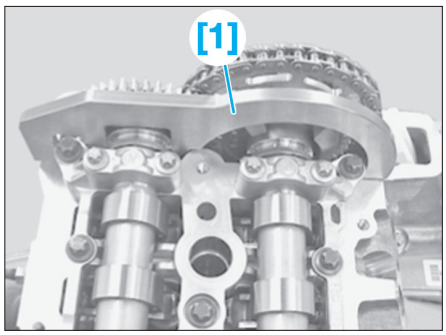

Fig. 7
- [1] Outil de pigeage d'arbre à cames réf. BMW 118760 **(Fig.7)**.
• Poser l'outil [1] sur l'arbre à cames d'échappement **(Fig.7)**.